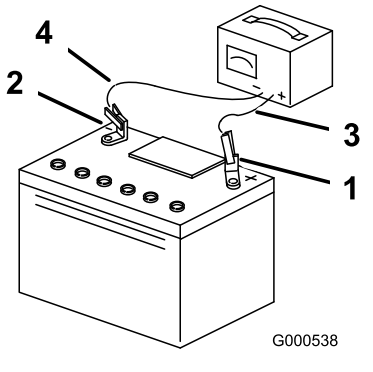

Bild 51
5. Ziehen Sie, wenn die Batterie voll geladen ist, den Stecker des Ladegeräts aus der Dose. Klemmen Sie dann die Klemmen des Ladegeräts von den Batteriepolen ab (Bild 51).